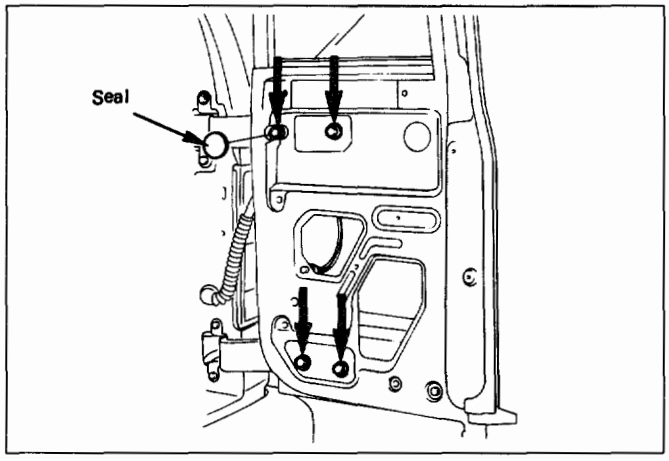
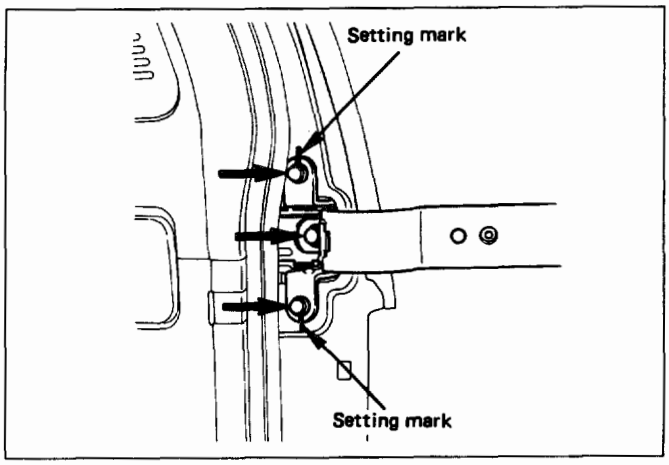

Fig. 10-146
Fig. 10-147
4. **Tailgate fixing bolt (Fig. 10-146)**
5. **Tailgate assembly (RH)**
- Remove the hinge fixing bolts (Fig. 10-147).